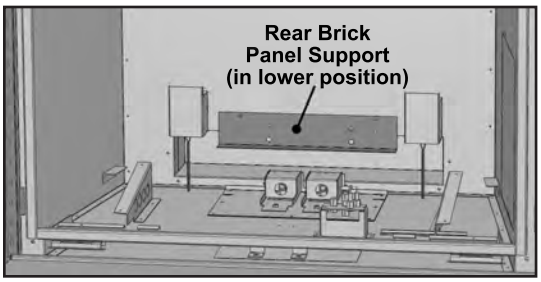

Figure 9: Rear Brick Panel Support.
1. Prior to installing the firebox liners, you will need to ensure the Rear Brick Panel Support is in the correct position. The support is located at the back of the firebox (see Figure 9) and can be installed in two (2) positions. The upper position (using the lower screw holes) is for the October Panels. The lower position (using the upper screw holes) is for the Sandstone, Ledgestone, and Porcelain Panels. Remove the Support, if necessary, and move it to the appropriate placement.
2. Ensure the Rear Brick Panel Support is in the lower position. The support is located at the back of the firebox (see Figure 9). Remove the Support, if necessary, and move it to the appropriate placement.